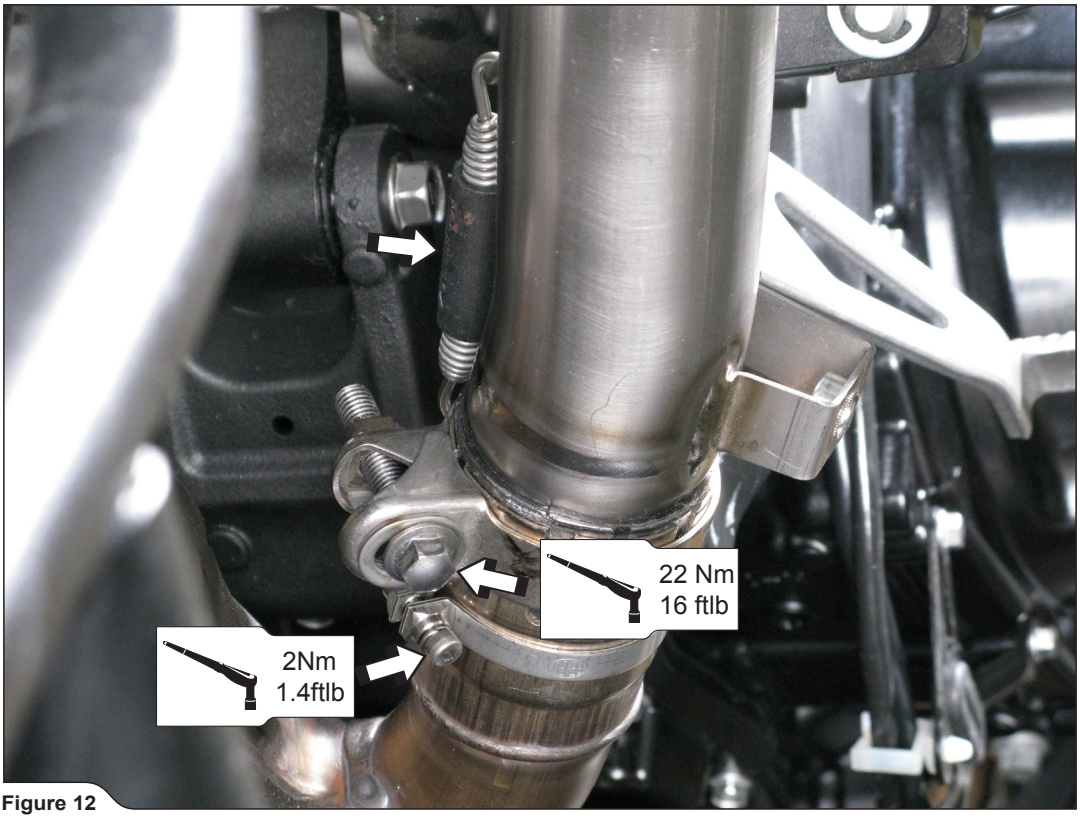

Figure 12
5. Attach the springs and tighten the clamps to a specified torques on both sides of the motorcycle **(Figure 12).**